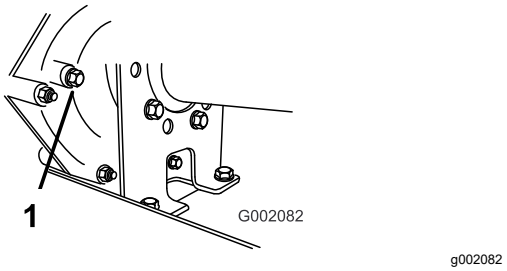

Figura 58
2. Retire o parafuso do orifício indicador do nível (Figura 58).